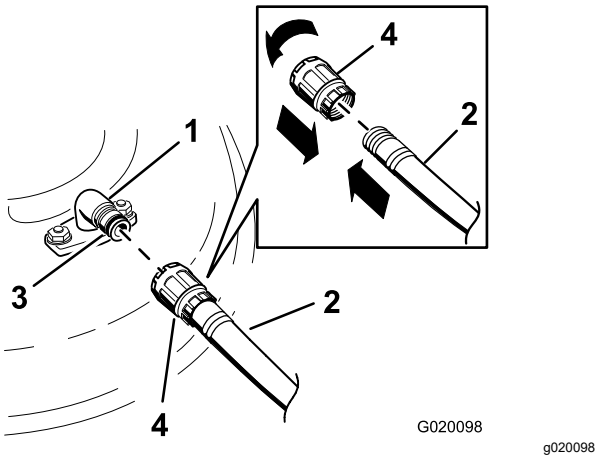

Figuur 76
3. Bevestig de slangkoppeling aan de wasaansluiting van de maaimachine en draai de waterkraan helemaal open (Figuur 76).